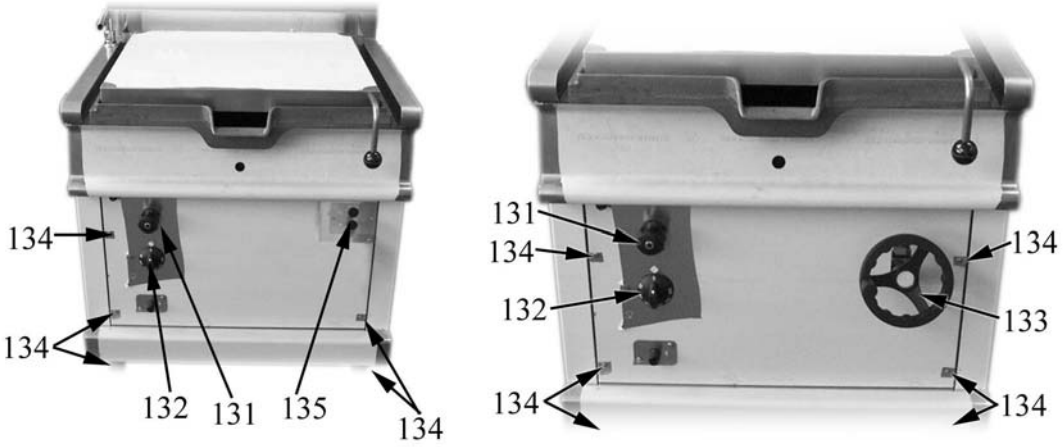
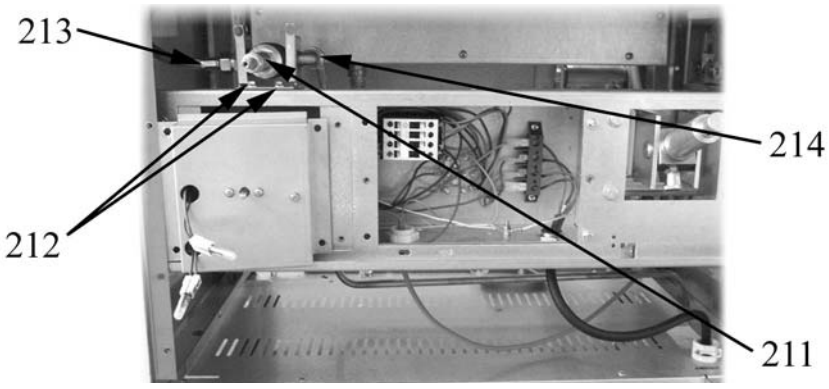

Fig. 13
Fig. 21
- take out the knob (item 132 in Fig. 13);
- take out the water tap knob (item 131 in Fig. 13);
- remove the pan tilting handwheel (item 133 in Fig. 13) (MANUAL TILT VERSION);
- unscrew the screws (item 135 in Fig. 13) that fix the push-buttons to the front panel (ELECTRIC TILT VERSION);
- unscrew the screws shown as item 134 in Fig. 13;
- disconnect the water inlet pipe (item 214 in Fig. 21) and the hose that goes towards the spout (item 213 in Fig. 13);
- unscrew all the screws (item 212 in Fig. 21) that fix the valve (item 211 in Fig. 21);